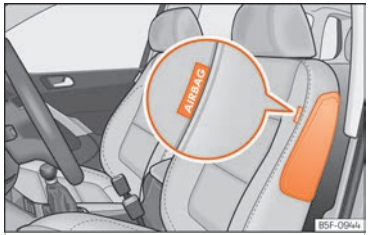
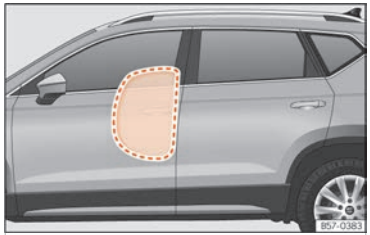

Fig. 31 Coixí de seguretat lateral al seient del conductor.
Fig. 32 Coixí de seguretat lateral completament inflat al costat esquerre del vehicle.
Els coixins de seguretat laterals es troben als respatllers dels seients davanters ››› fig. 31 , ››› fig. 32.
- **Assegureu-vos que els nens viatgin asseguts correctament als seients i no situïn el cap a la zona de desplegament dels coixins de seguretat laterals ››› fig. 32, ja que, en cas de disparar-se els coixins de seguretat, podrien colpejar-los i provocar-los lesions greus.**